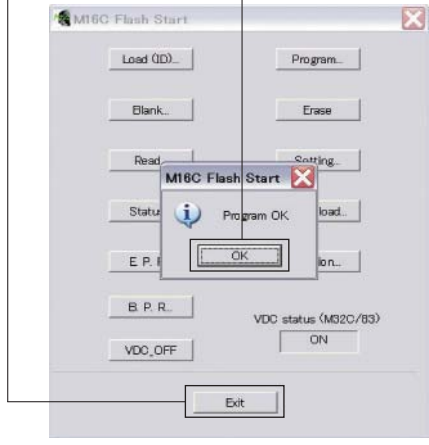

Fig. 7
9. When writing of the firmware is completed, the screen appears as shown below. (Fig. 7)
Click [OK]. (Fig. 7)
10. Click [Exit] to end FlashSta.exe. (Fig. 7)
9. ファームウェアの書き込みが完了すると、以下の画面が表示されます。(Fig. 7)
[OK] をクリックします。(Fig. 7)
10. [Exit] をクリックして FlashSta.exe を終了します。(Fig. 7)